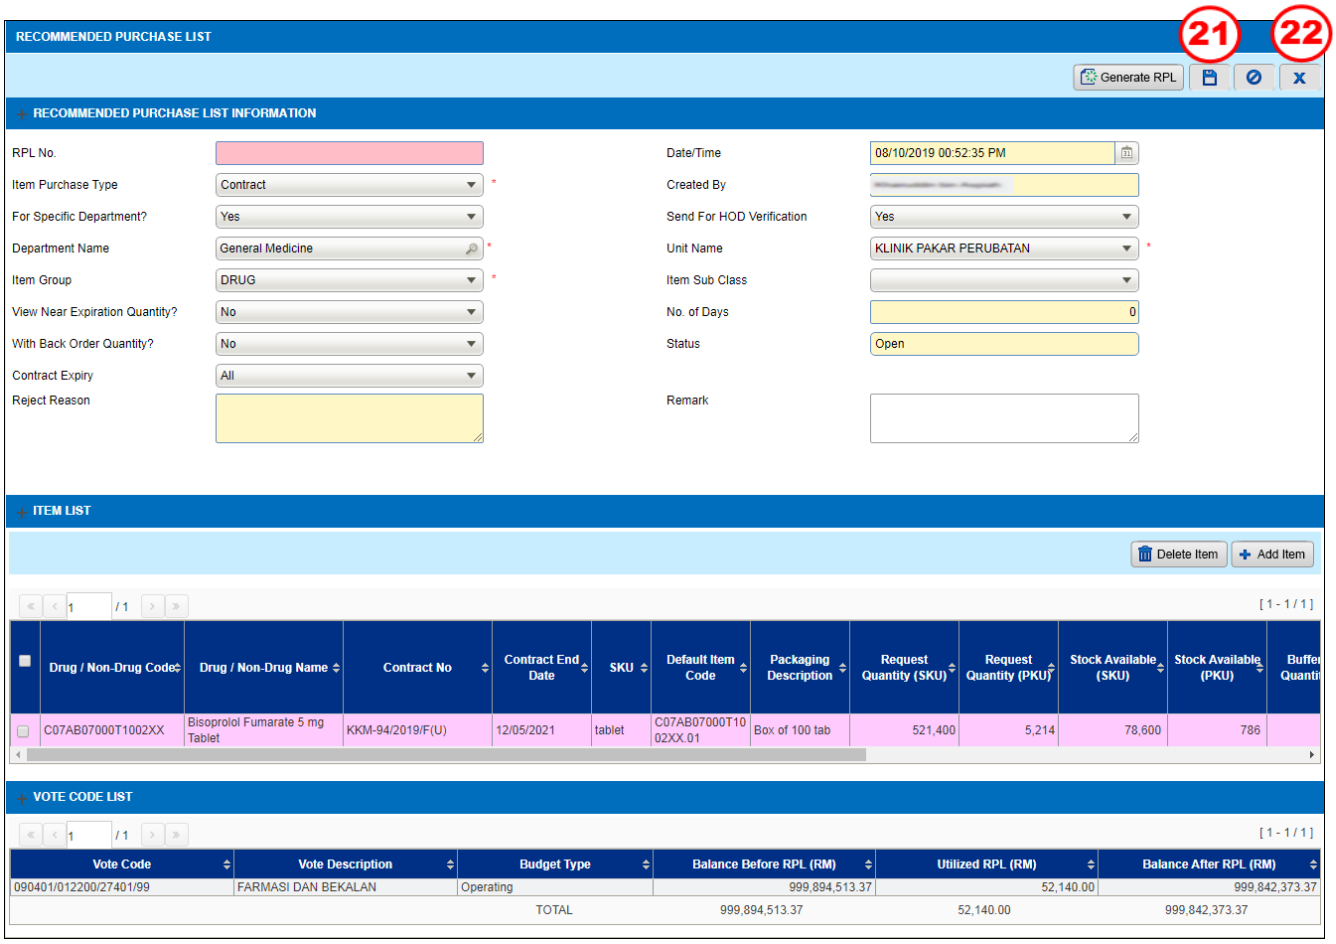

Figure 3.4-8 Save Record
- *User will be redirected to the Recommended Purchase List Information screen as shown in Figure 3.4-8*